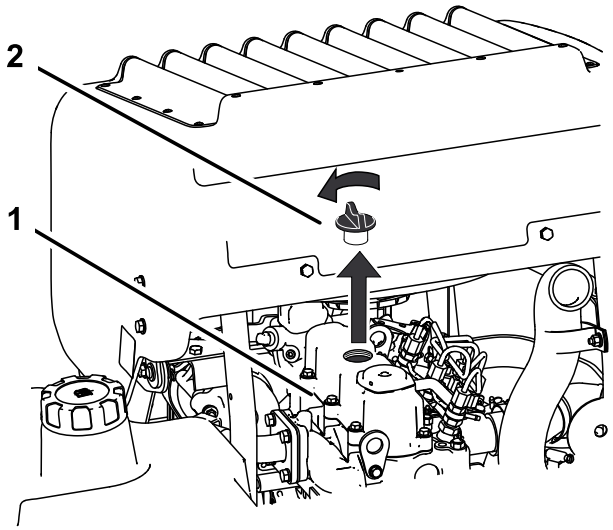

Figur 41
6. Fjern oliepåfyldningsdækslet fra toppen af motoren (Figur 41). Det hjælper olien med at løbe ud.
2. Fjern oliepåfyldningsdækslet og målepinden (Figur 41).